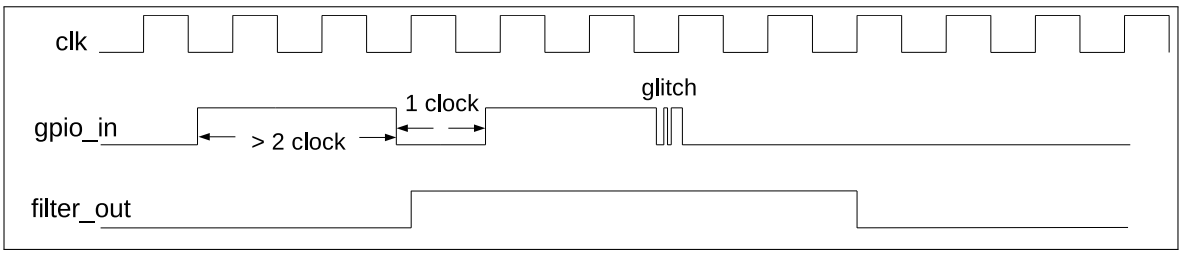

**图 7.4-2. GPIO 输入信号滤波时序图**
2. 可选：置位 IO_MUX_GPIOx_FILTER_EN 使能 GPIO 管脚的输入信号滤波功能，如图 7.4-2 所示。只有当输入信号的有效宽度大于两个时钟周期时，输入信号才会被采样。否则，输入信号将会被滤掉。